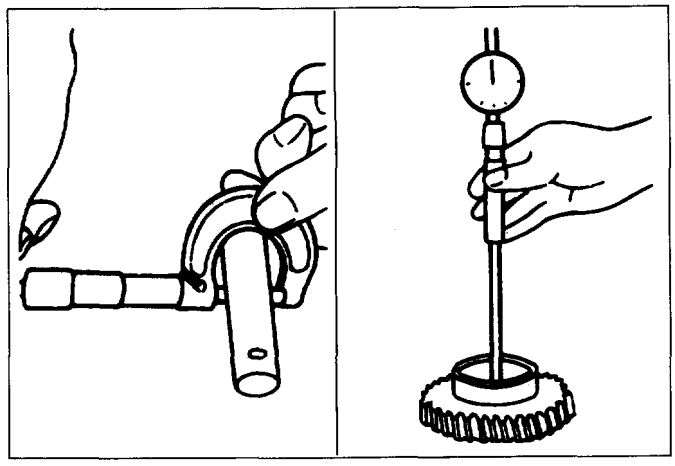

Fig. 7B-86
- Set a dial indicator to the clutch hub to be measured (Fig. 7B-87).